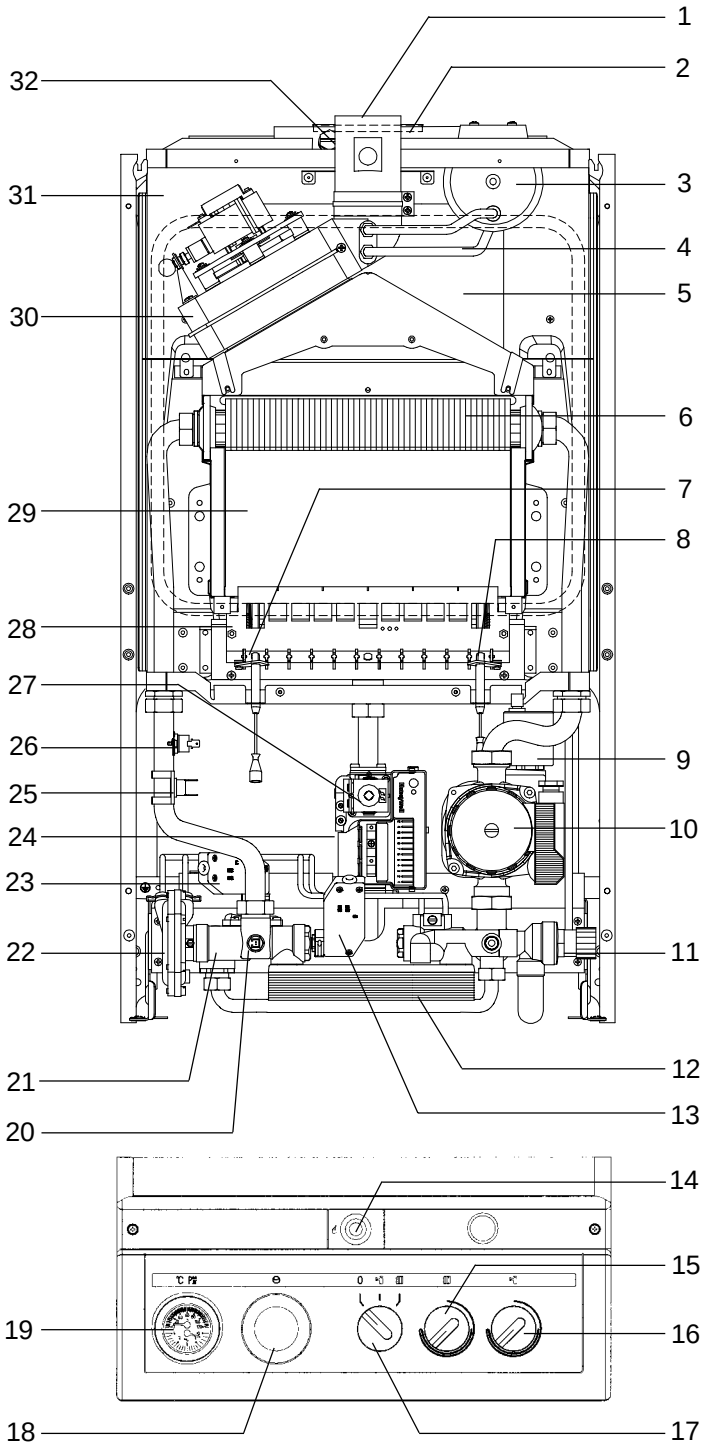

Fig.1 General Layout
2.1 Fig.1 illustrates the general layout of components. Fig.2 illustrates the operating principles described below.